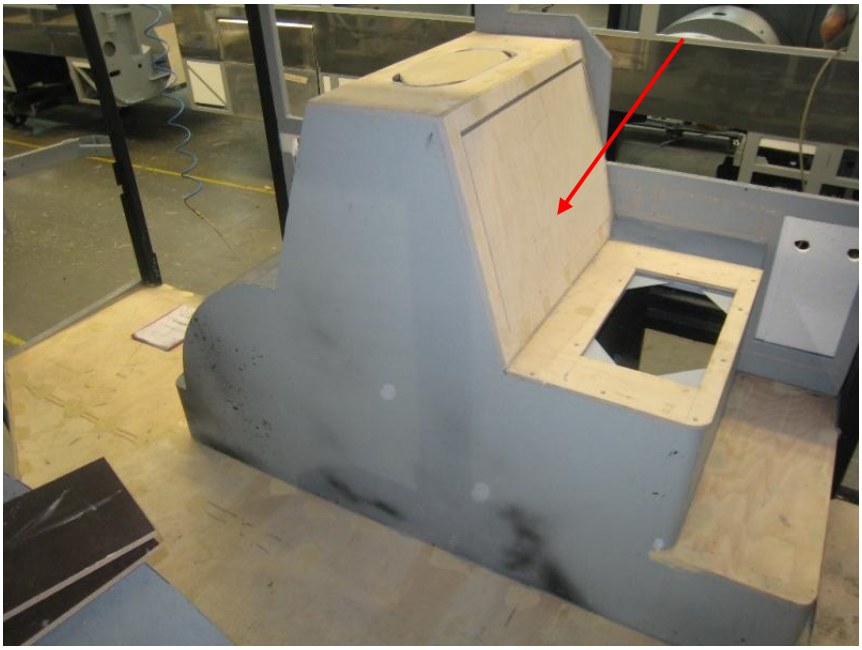

Rys. 2 Pochyła część podestu AdBlue (wskazane strzałką)
- Wyjątki z dodanymi podestami (Rys.2).